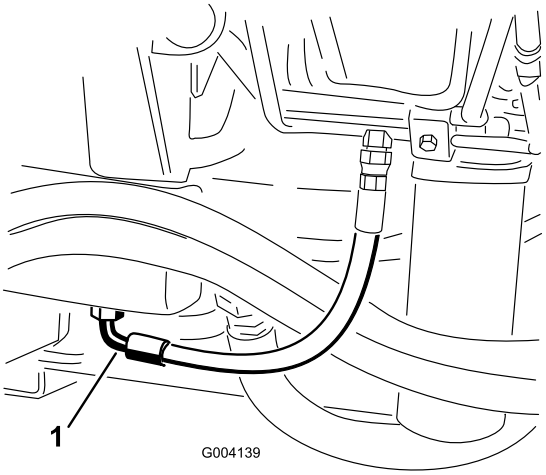

Figur 72
2. Ställ ett stort avtappningskärl under fästet som sitter på hydraultankens undersida (Figur 72).